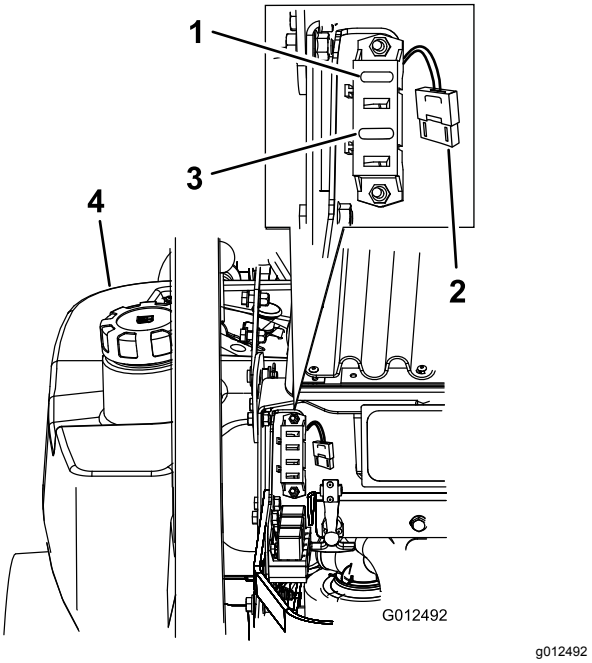

Figuur 76
1. Maak de motorkap open om toegang te krijgen tot de zekeringhouder (Figuur 76).
3. Monteer een nieuwe zekering (Figuur 76).